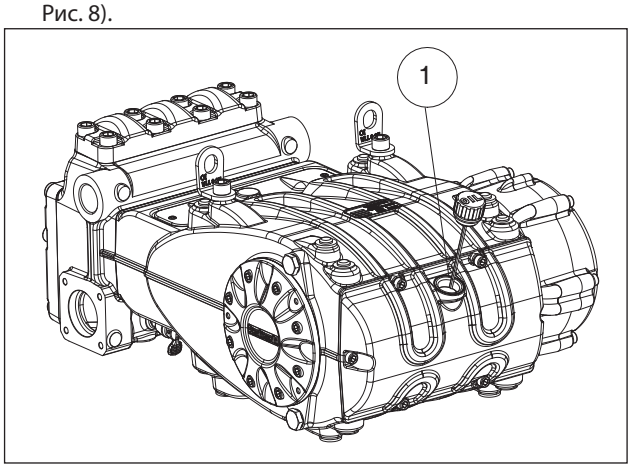

Рис. 8
5. Масло в картере насоса находится на нужном уровне, проверьте его при помощи специального щупа (поз. ①, Рис. 8).